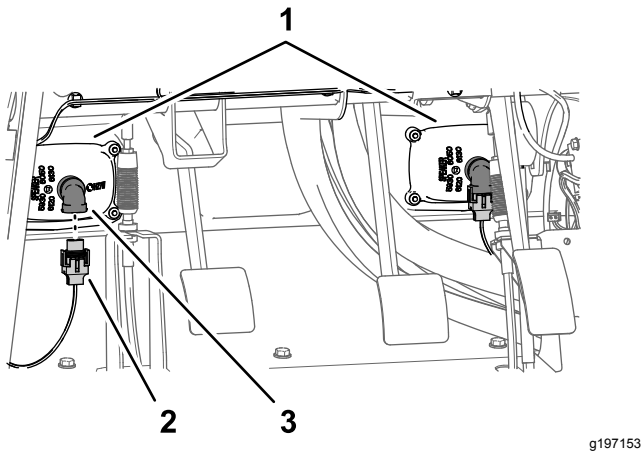

Figur 215
3. Tilslut de 2 elektriske stik (med 2 sokler) på maskinens ledningsnet til stikkene med 2 ben på venstre og højre forlygte (Figur 215).
1. Ret inderskærmens afskærmning ind efter øverste venstre og nederste venstre stelrør (Figur 215).